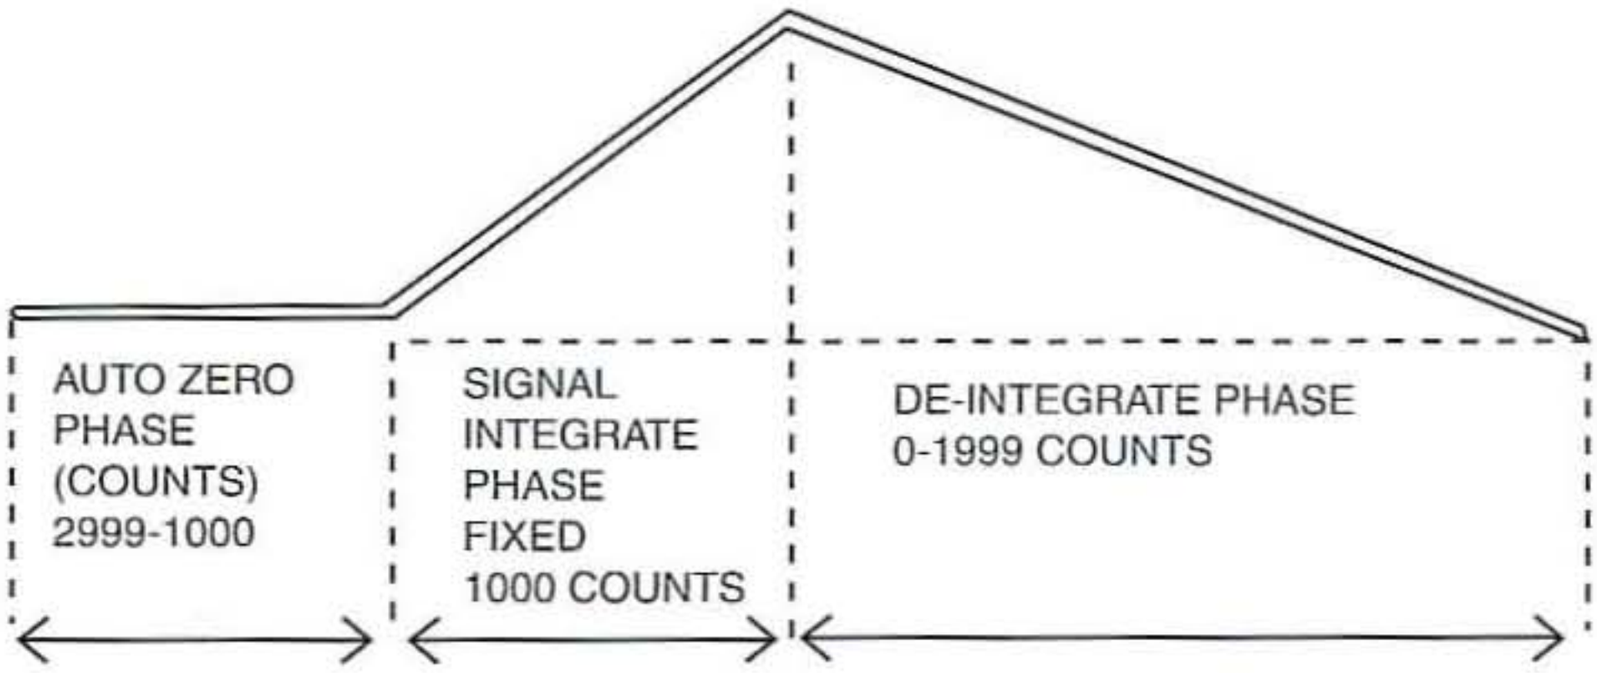

Figure 3-10 *Integrator amplifier output waveform*
The ICL7136's analog section divides the measurement cycle into four phases. First is the *auto-zero* (A-Z) phase, then the signal *integrate* (INT) phase, then the *deintegrate* (DE) phase, and finally the *zero-integrated* (ZI) phase (see Figure 3-10). The ICL7136 does the measurement process in about three times during the 1 second, or 4,000 clocks/time = 4,000 × (4/48,000 Hz) = 0.33 seconds/time.